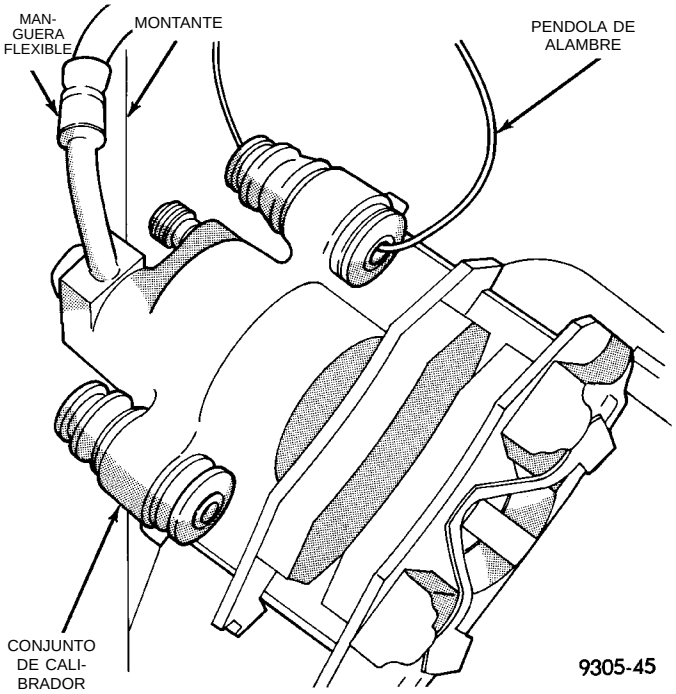

Fig. 74 Cómo se soporta el calibrador
(5) Soporte el conjunto de calibrador firmemente del montante trasero para evitar que el peso del calibrador dañe la manguera de freno flexible (Fig. 74).